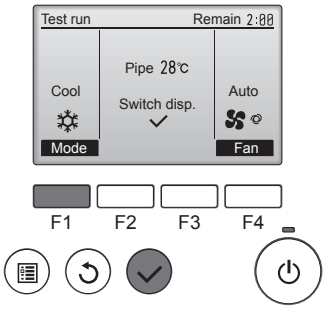

Fig. 8-3
① Pulse el botón [F1] para cambiar el modo de funcionamiento. (Fig. 8-3)